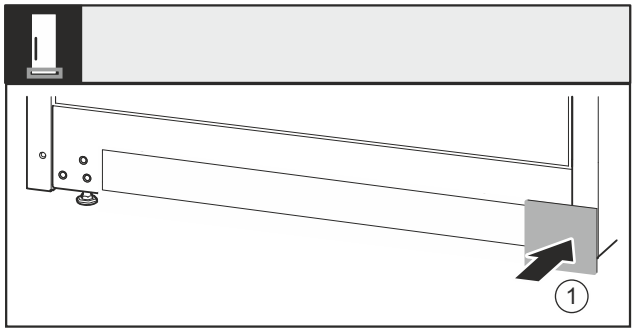

Fig. 26
▶ Abdeckung *Fig. 26 (1)* auf der anderen Seite wieder aufsetzen.